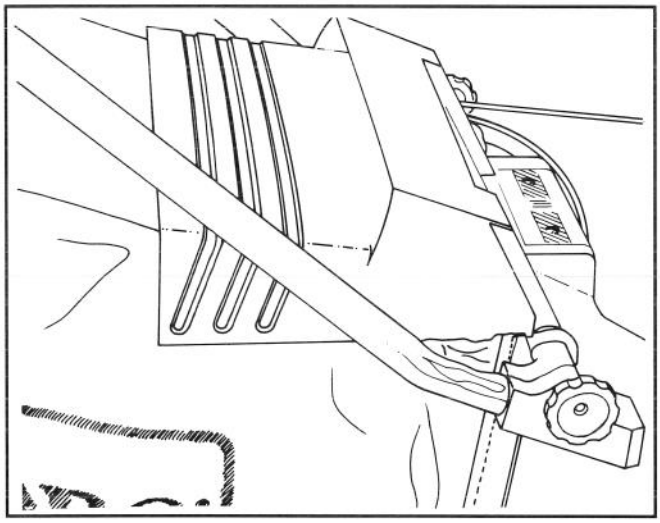

Abbildung 5
2. Die Auswurfklappe liegt auf der Oberseite des Sacks (Abb. 5).